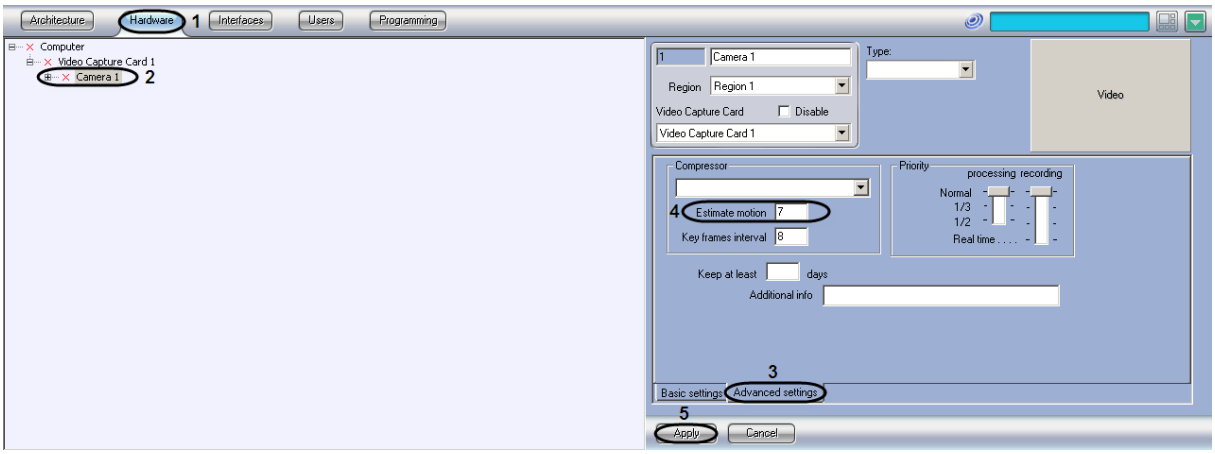

Figure 8.4-23 Setting delta frame generation criterion
1. Go to the “Hardware” tab in the “System settings” dialog box (Figure 8.4-23, 1).
2. Select the “Camera” object, created before, corresponding to the camera to be adjusted, in the objects tree of the “Hardware” tab (Figure 8.4-23, 2). The settings panel for the selected object is displayed on the right of the “Hardware” tab.
3. Go to the “Advanced settings” tab on the settings panel of the “Camera” object (Figure 8.4-23, 3)
4. Specify the value of the parameter, which sets the criterion for the block to be included into the delta frame, into the “Estimate motion” field (Figure 8.4-23, 4).
5. Click the “Apply” button (Figure 8.4-23, 5).